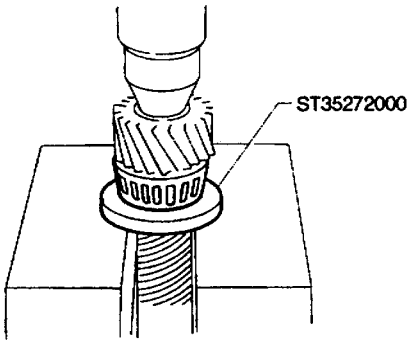

图 9－13－150
(2) 如图 9－13－151 所示，把减速小齿轮外座圈装到变速器壳体上。